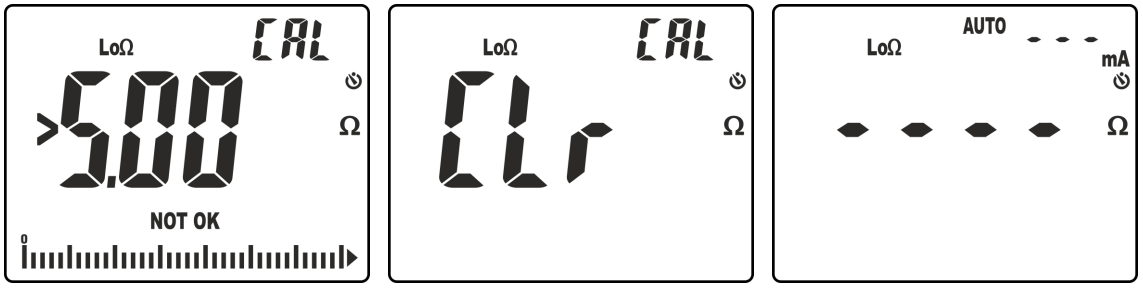

Fig. 34: Resultados puesta a cero no realizada correctamente
6. Los mensajes "**>5.00Ω**" y "NOT OK" se muestran inicialmente en pantalla (ver la Fig. 34 – parte izquierda). Posteriormente el mensaje "**CLr**" se muestra indicando el borrado de la calibración (ver la Fig. 34 – parte central) y el mensaje "ZERO" no se muestra en la pantalla de medida (ver la Fig. 34 – parte derecha)